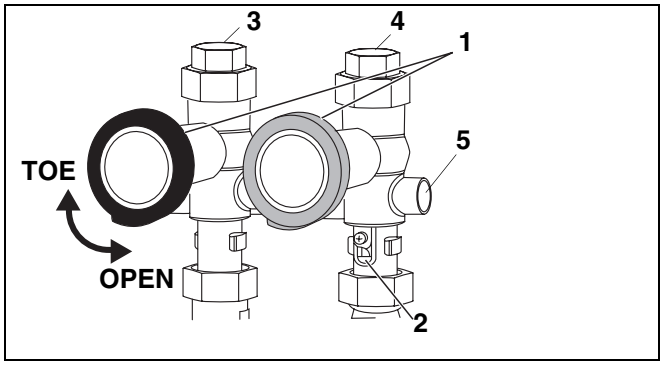

Afb. 1 Vertrek en retour
Om de installatie gemakkelijker te kunnen vullen, kan het afsluitventiel in het ketelvertrek manueel geopend worden. Daarvoor moet de sleuf van de schroef (afb. 1, **pos. 2**) aan het afsluitventiel verticaal gepositioneerd worden. Let erop, dat de kogelkranen (afb. 1, **pos. 1**) in het vertrek (afb. 1, **pos. 4**) en de retour (afb. 1, **pos. 3**) geopend zijn!
Bij een set voor verwarmingskring met mengklep (HSM) moet de vertrekvoeler voor de geregelde verwarmingskring in de dompelhuls (afb. 1, **pos. 5**) geplaatst worden.